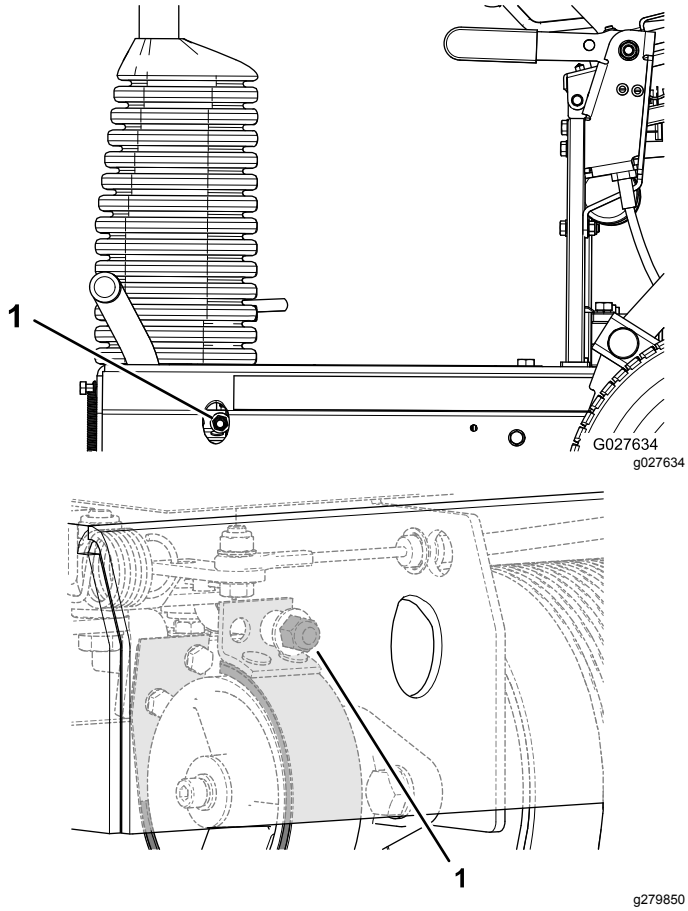

**Figuur 34**
- Om de remkracht te vergroten, moet u de borgmoer van de rem rechtsom draaien (Figuur 34).
- Om de remkracht te verminderen, moet u de borgmoer van de rem linksom draaien (Figuur 34).